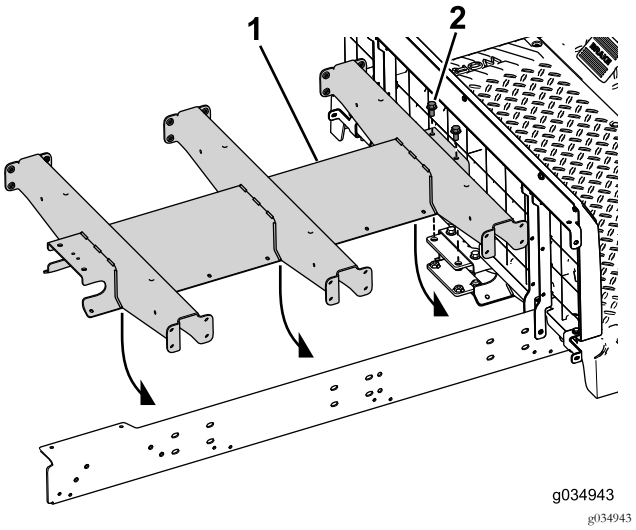

Figur 72
4. Indsæt de to bolte (3/8 x 3-3/4 tomme) og spændeskiver gennem midterkanalen og bagholderen (Figur 72).